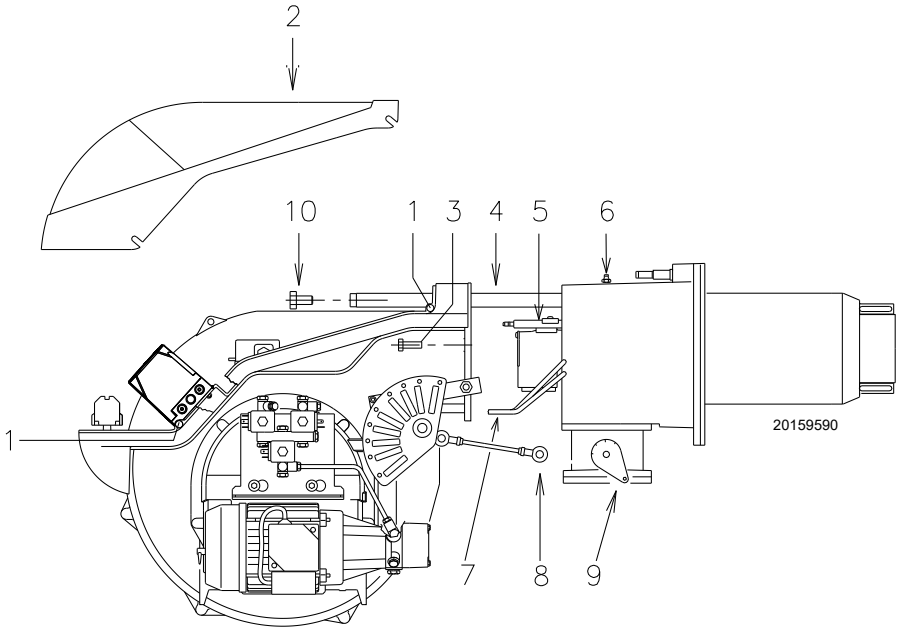

Fig. 47
- ➤ Aflojar los tornillos 1) y quitar la tapa 2)(Fig. 47).
- ➤ Desconectar los tubos del gasóleo 7)(Fig. 47).
- ➤ Quitar los tornillos 3) y hacer retroceder el quemador unos 100 mm sobre las guías 4)(Fig. 47).
Ahora es posible extraer la parte interna 5), después de haber retirado el tornillo 6)(Fig. 47).